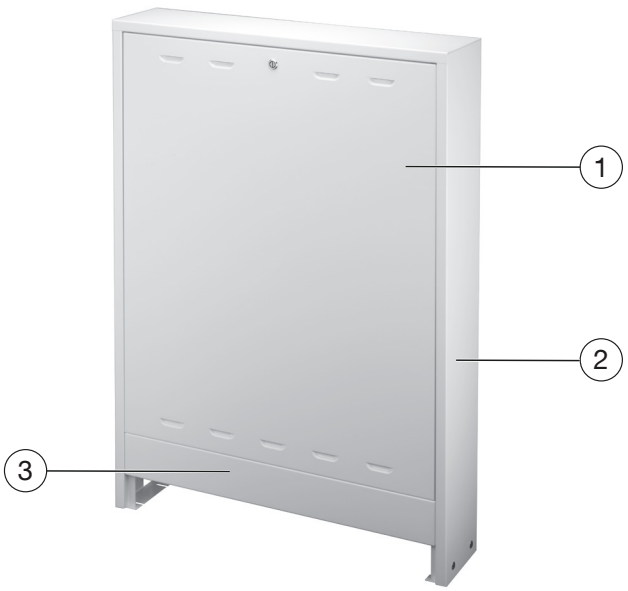

Fig. 1: Configuration du coffret pour pose en applique (fermé)
Le coffret réf. 1341071 est fourni avec un cache pour chape rallongé supplémentaire. Si nécessaire, vous pouvez dévisser le cache pour chape monté (voir Fig. 1 en page 26 (3)) et le remplacer par le cache rallongé fourni.